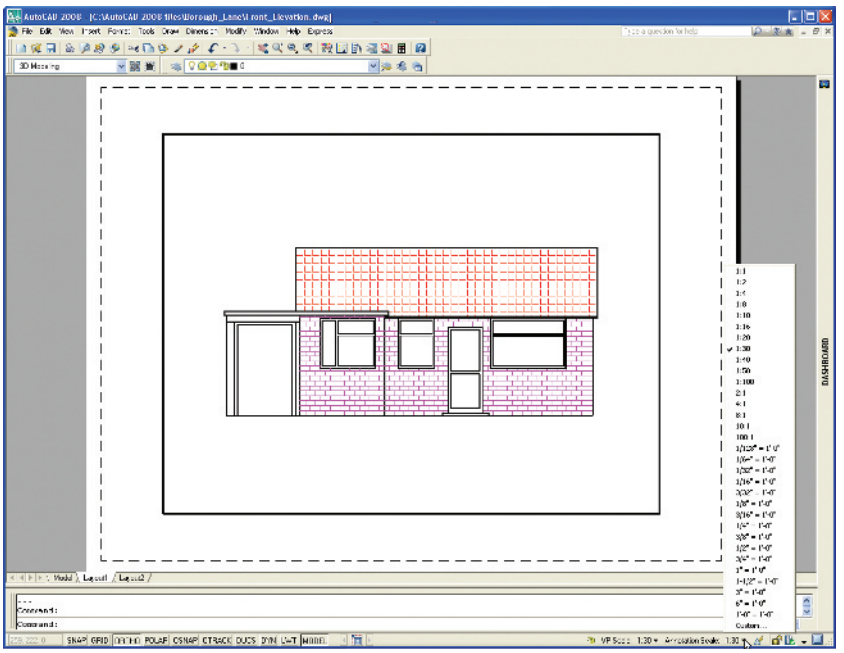

Fig. 21.2 First example – **Annotation Scaling**. The front view of a bungalow drawn to a scale of **1:30**
1. The drawing in Fig. 21.2 shows a scale **1:30** view of the front view of a bungalow in **Model Space** in a **Paper Space** window.
2. *Click* the down-pointing arrow at the right-hand end of the status bar and, in the menu which appears, note that the drawing has been constructed to a scale of **1:30** (Fig. 21.2).